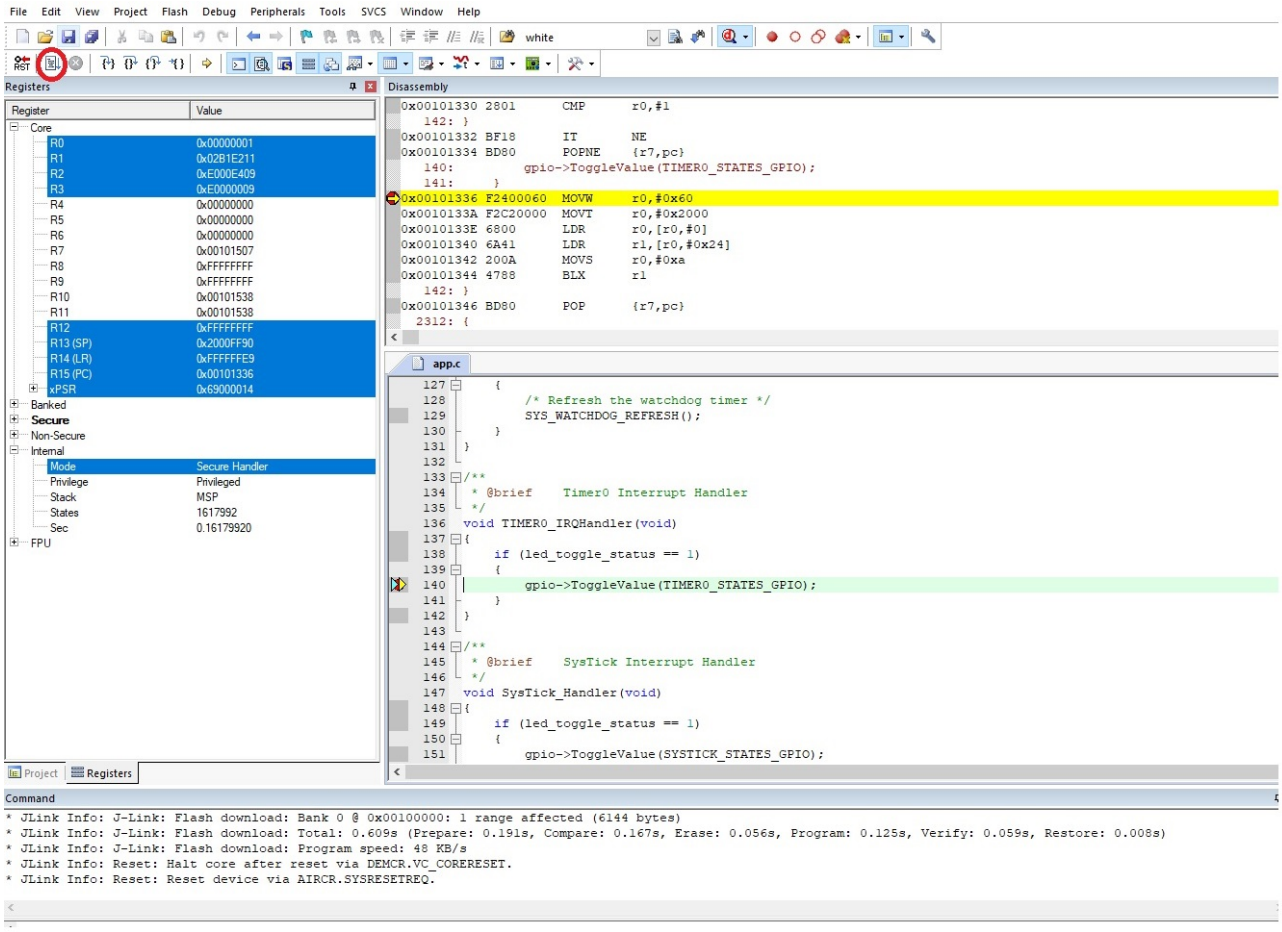

Figure 28. Debug Session in the Keil µVision IDE
3. The application runs up to the first breakpoint in main, as shown in the "Debug Session in the Keil µVision IDE" figure (Figure 28). You can press F11 multiple times to step through the code and observe that the LED changes its state when the application executes the line `gpio->ToggleValue(TIMER0_STATES_GPIO)`.